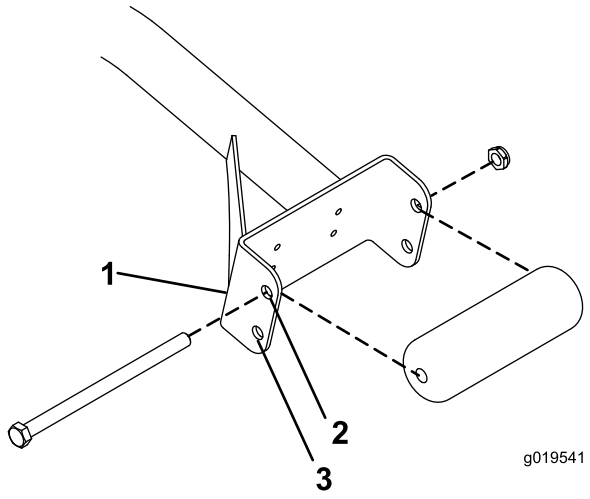

Figur 3
- Om du använder 27 tums klippenheter ska du montera rullarna i de övre fästhålen på stödenhetens kanaler (Figur 3).
- Om du använder 32 tums klippenheter ska du montera rullarna i de undre fästhålen på stödenhetens kanaler (Figur 3).